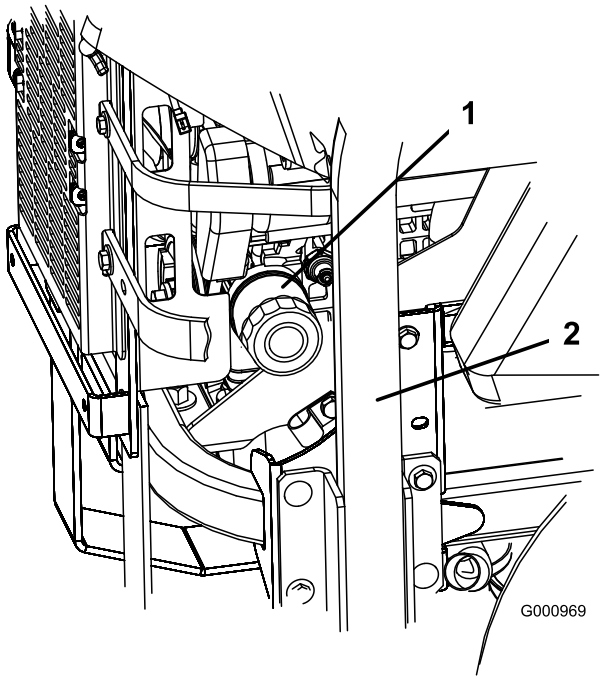
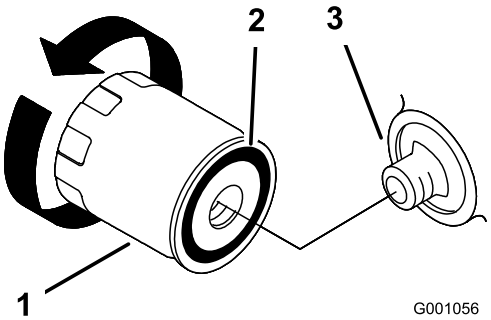

**Figuur 52**
**Figuur 53**
2. Draai het filter naar links om het te verwijderen (Figuur 52 en Figuur 53).